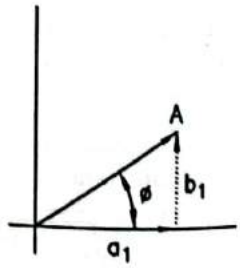

FIG. 2.22 : REPRESENTATION OF A VECTOR IN TERMS OF COMPONENTS
- In Fig. 2.22 vector A is shown. Horizontal component of A is $a_1$ and vertical component is $b_1$.